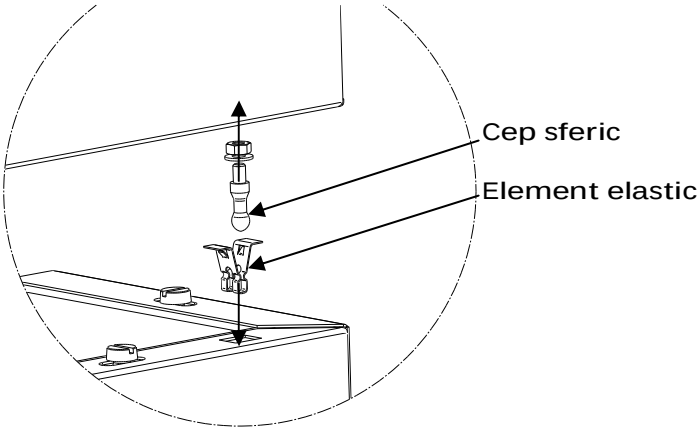

fig.8.1.
- Capacul superior (poz.13) se fixeaza cu element elastic -4 buc (vezi fig8.1)